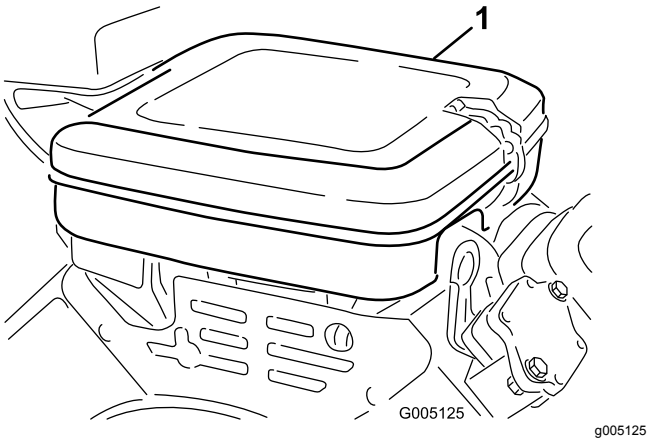

Figuur 30
1. Reinig het luchtfilterdeksel (Figuur 30).